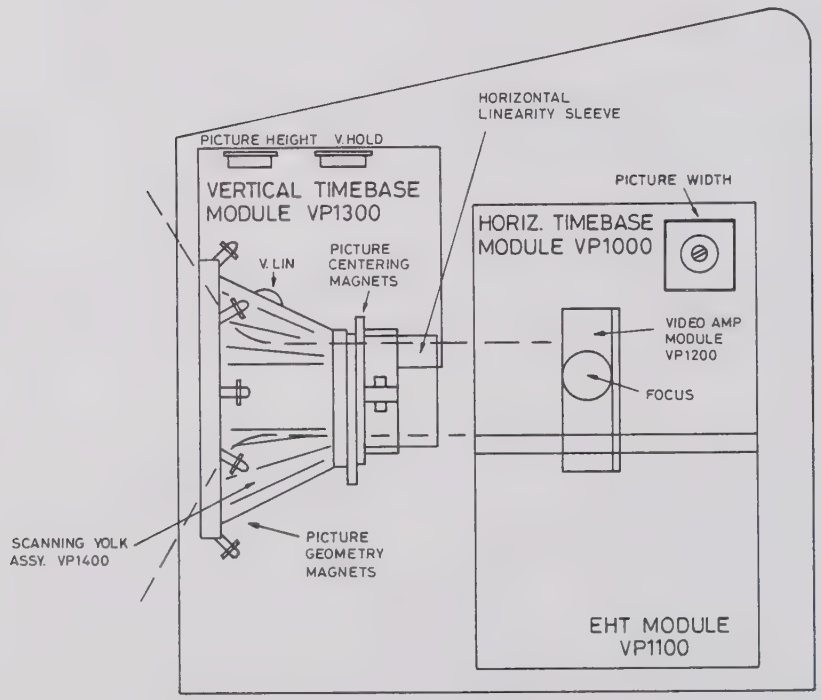

Fig. 9.1 RVC video assembly
8. Ease off the remaining pan head screw securing the Digivision chassis and remove the connections from plugs PLB, PLC and PLD on the horizontal time base module (see Fig. 9.1.).